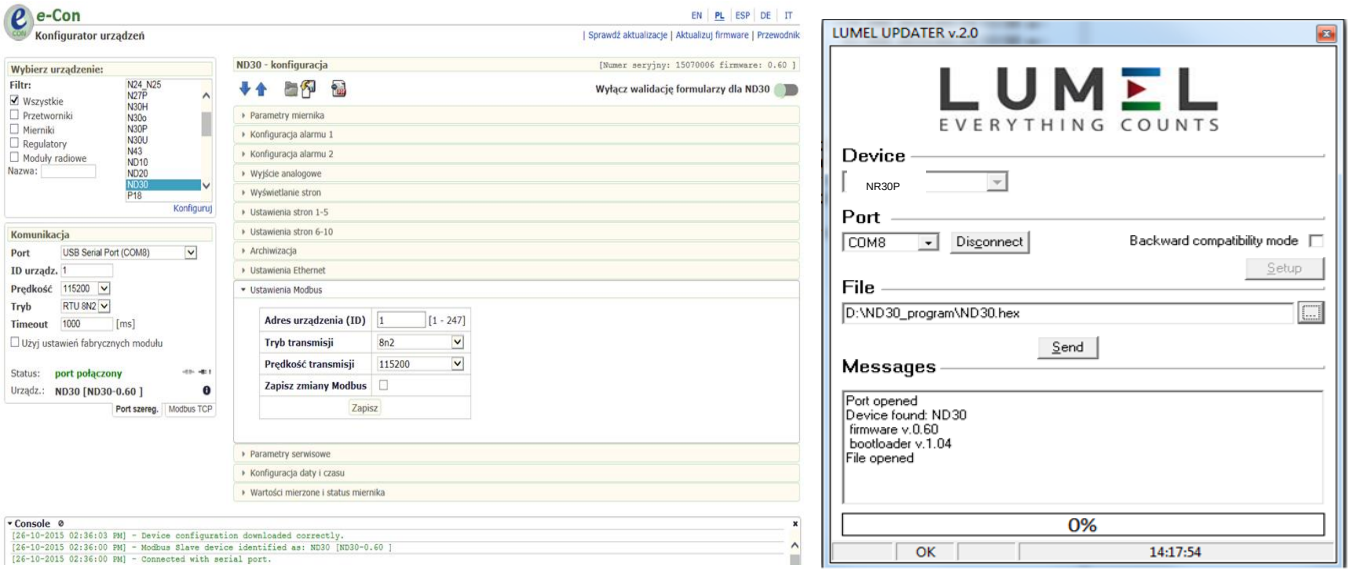

Fig.24. View of program window: a) eCon, b) firmware upgrade
After starting eCon the serial port, speed, mode and meter address should be set in the settings. Then select NR30PNET meter and click Configure To read all the settings, click the down arrow, then the floppy icon to save the settings to a file (to restore them later). After selecting *Update firmware* (in the upper right corner of the screen) *Lumel Updater* (LU) window will open - Fig. 24.b. Press *Connect*. *Messages* information window contains info about the progress of the upgrade process. When the port is properly opened the display shows: *Port opened*. There are two ways to enter the upgrade mode: remotely through the LU (based on settings in eCon - address, mode, speed, COM port) and by turning